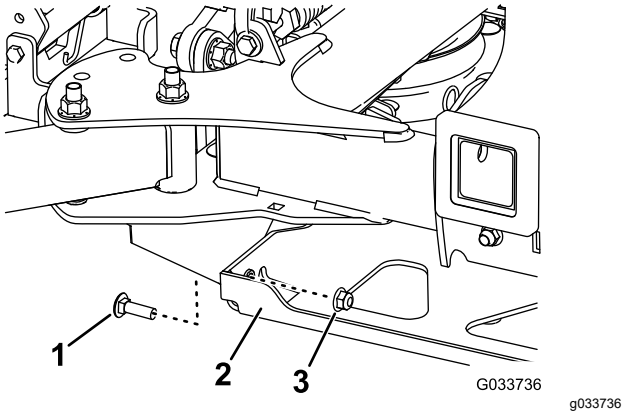

Figura 92
4. Retire los 2 pernos y las 2 tuercas que conectan el soporte del puntal con el bastidor (Figura 92).
4. Instale los 2 pernos que guardó para conectar el soporte del puntal con el bastidor (Figura 92).